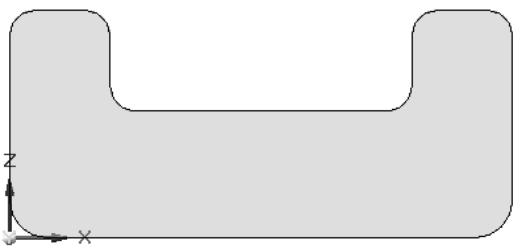

Figure 2-45 *Sketch after creating fillets*
6. Select the remaining corners of the sketch one by one and then fillet them with a radius of 10. The sketch after creating fillets is shown in Figure 2-45. Next, exit the tool by choosing the **Select** tool from the **Select** group of the **Home** tab.